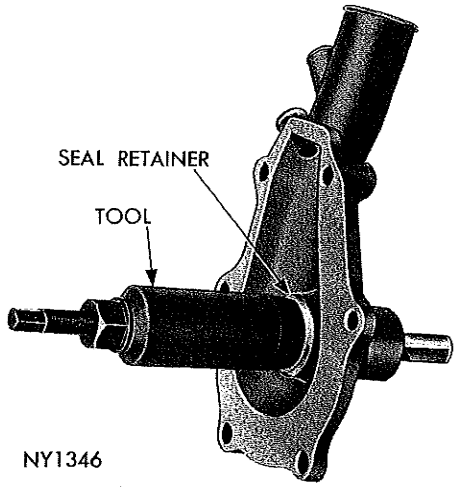

*Fig. 5—Removing Seal Retainer*
(1) Break the plastic impeller and remove it from the metal insert.
(2) Remove the separator plate and gasket.
(3) Split the sintered metal insert of the plastic impeller with a chisel and hammer.
(4) Remove the rubber portion of the shaft seal and the spring.
(5) Using remover Tool C-3753 (Fig. 5) remove the retainer portion of the seal.
(6) Remove the fan hub using remover Tool C-412.
(7) Support the pump body on the front face (fan hub end) and apply pressure to the rear end of the shaft to press the shaft and bearing assembly out through the front of the pump. If an attempt is made to remove the shaft in the opposite direction damage to the pump body may result.
(8) Use a wire brush to remove all rust from the